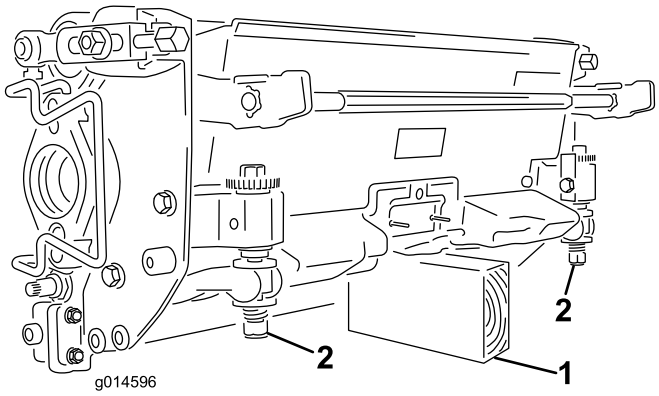

**Figur 29**
**Viktig: Når du trenger å velte klippeenheten, støtt opp bakdelen for å sikre at mutterne på motstålets justeringsskruer ikke hviler på arbeidsoverflaten (Figur 29).**